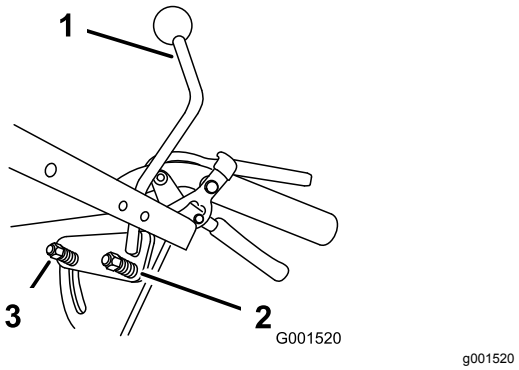

**Figur 37**
**Obs:** Om neutralläget är ojämnt kontrollerar du att båda fjädrarna är tillbörligt spända på växelväljarspaken under konsolen, i synnerhet gäller detta den bakre svängtappsfjädern. Upprepa justeringarna ovan om nödvändigt (Figur 37).